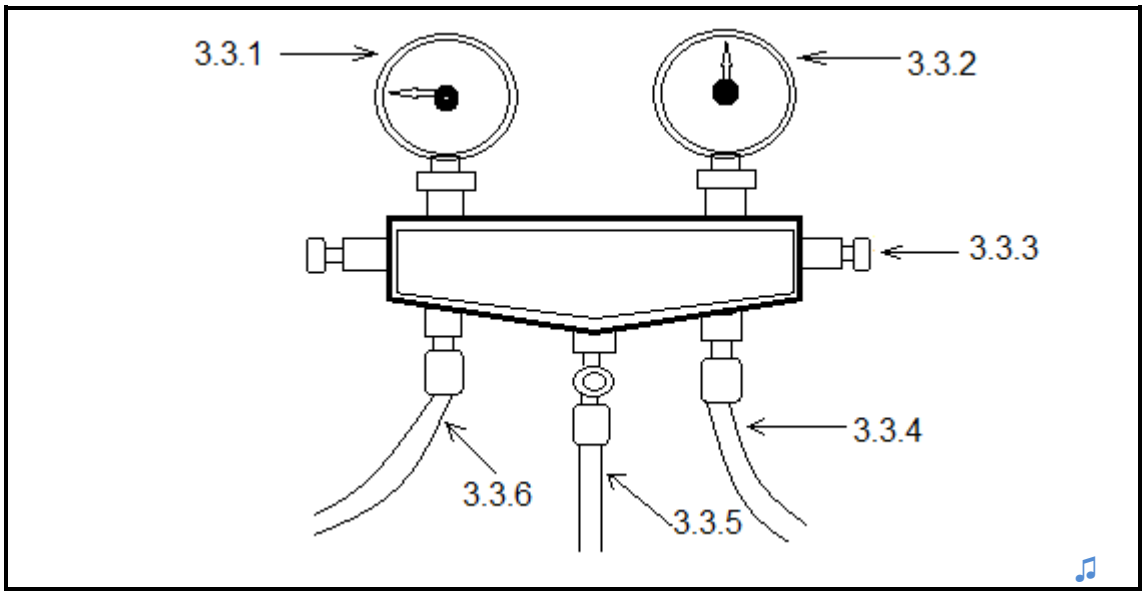

FIGURE 3 (6)
3.3 FIGURE 3 shows a gauge manifold. Identify the parts and write the answer next to the question number (3.3.1–3.3.6) in the ANSWER BOOK.